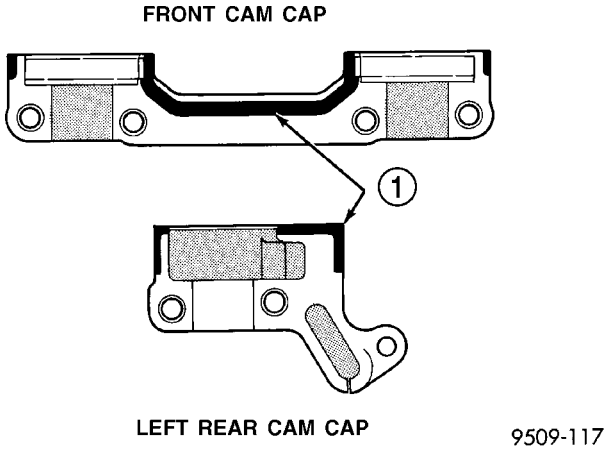

Fig. 29 Camshaft Bearing Cap Sealing
(4) Apply Mopar® Gasket Maker to No. 1 and No. 6 bearing caps (Fig. 29). Install bearing caps and tighten M8 fasteners to 28 N·m (250 in. lbs.).